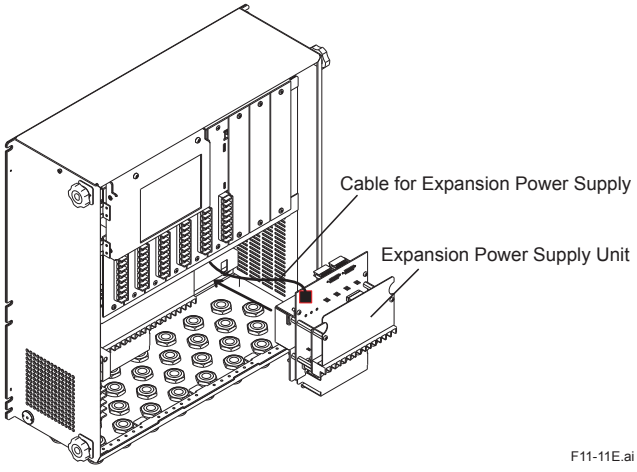

Figure 11.11 Adding the Expansion Power Supply Unit
3) The power cable to be connected to the expansion power supply unit is fixed inside the averaging converter with plastic bands (See Figure 11.11). Cut a plastic band nearest to the connector on the end of the power cable with a nipper or relevant tool. Take care not to damage the cable sheath.